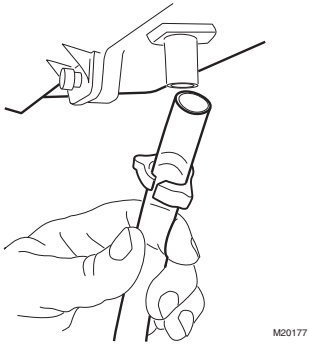

**Fig. 8. Installing the drain tubing.**
**4.** Connect a 1/2 in. (13 mm) drain tube to the humidifier drain fitting and run to the floor drain (see Fig. 8).